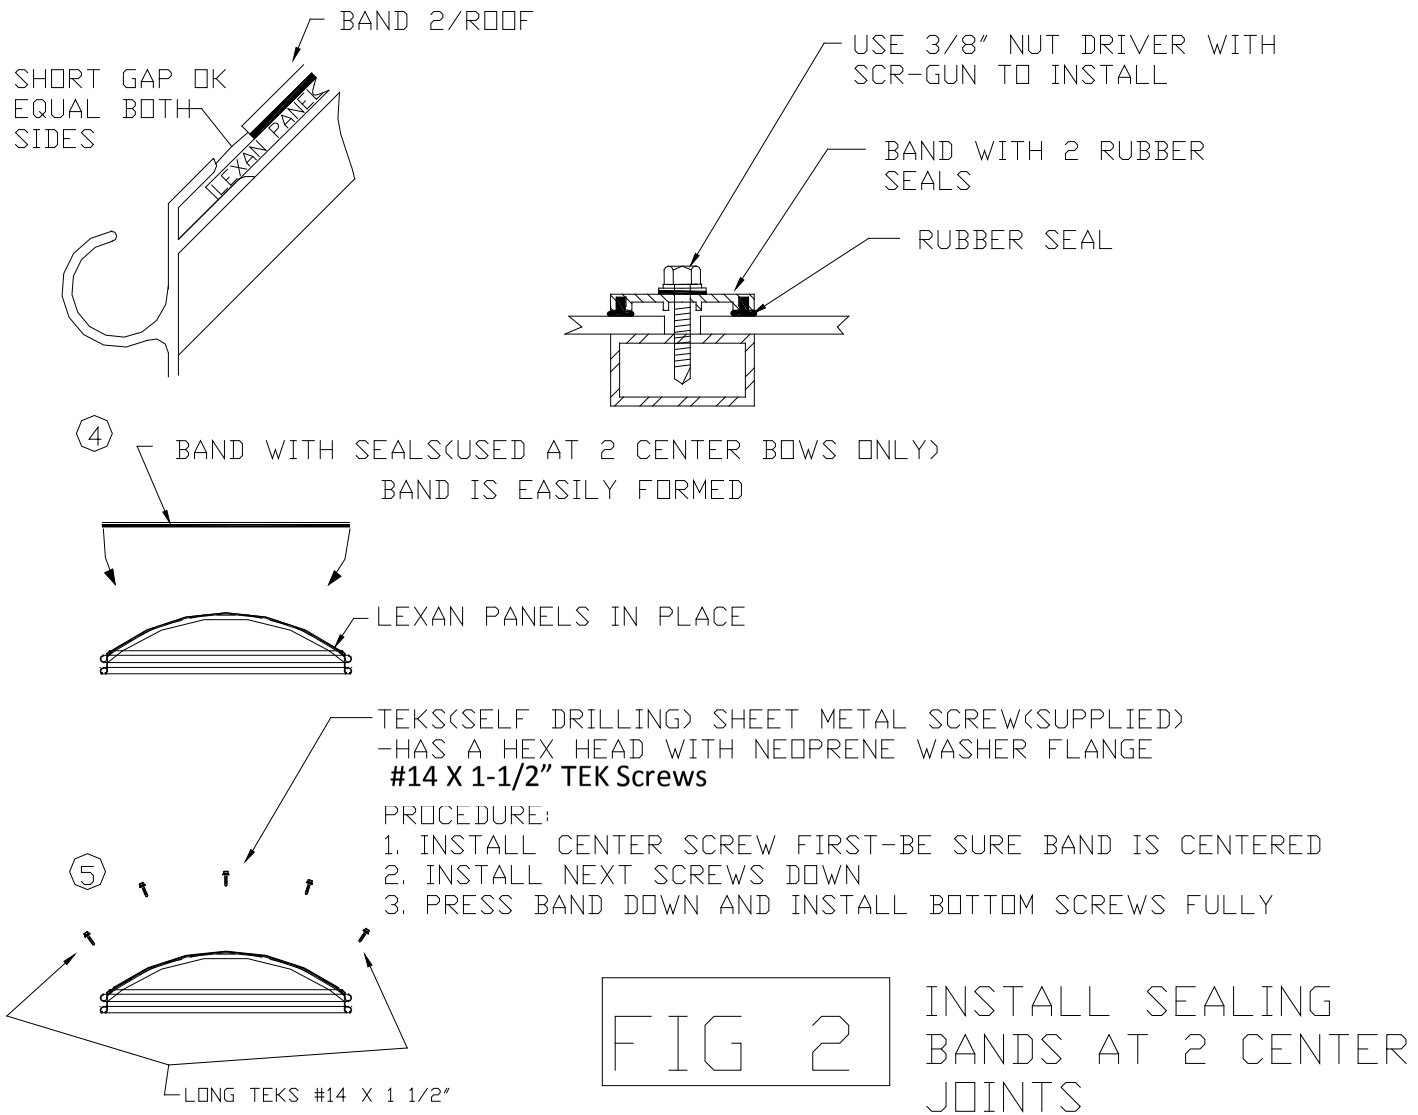

FIG 2 INSTALL SEALING BANDS AT 2 CENTER JOINTS
2. **See Fig 2 (Page 6). Place the pressure bands with the two rubber bulb seals over the center joints. There can be a short gap at either end. Use the TEKS screws #14 x 1 1/2"(3 per bow) & #14 x 1 1/2"(2 per bow) to secure the pressure rib to the roof bow. The TEKS screw is self-drilling and tapping. A 3/8" nut driver with suitable power tool should be used.**